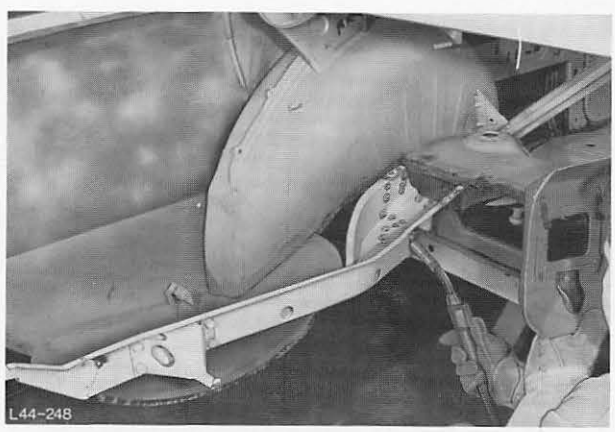

Abb. 263 Längsträger einschweißen
6. Längsträger einschweißen, Abb. 263, und Schweißstellen verputzen.